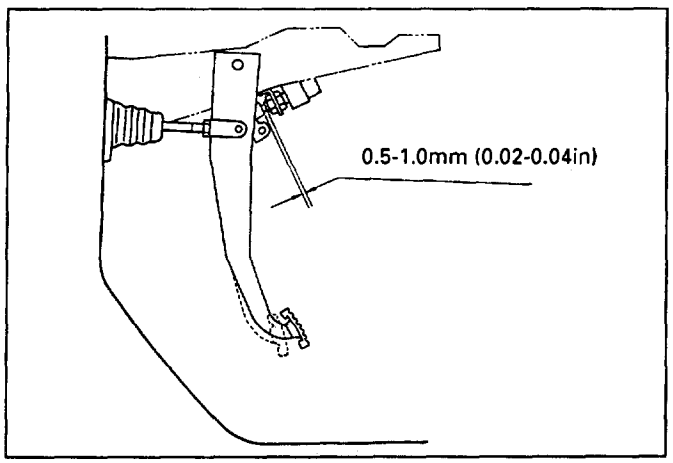

Fig. 8-124
3. Turn the switch counterclockwise until the space between the tip of the threaded portion and the pedal arm is 0.5 to 1.0mm (0.02 – 0.04in.). (Fig. 8-124)